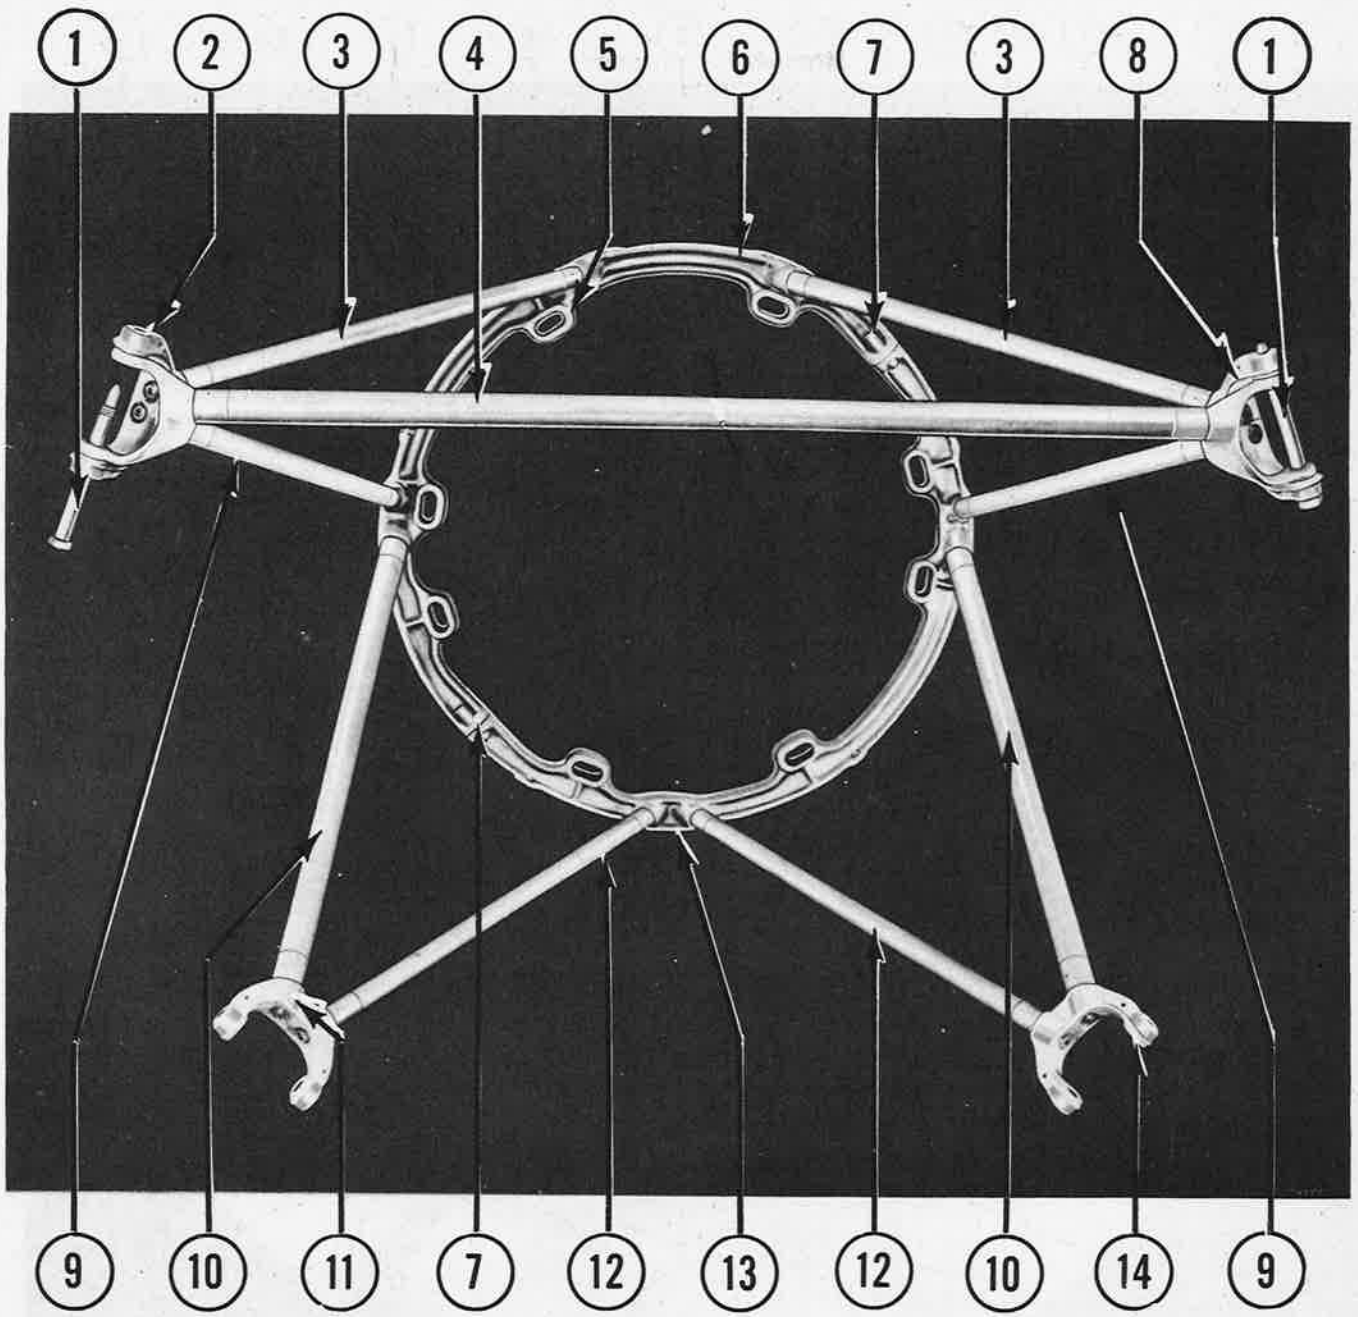

Figure 193—Engine Mount
b. ENGINE MOUNT. *(See figure 193.)*
KEY TO FIGURE 193